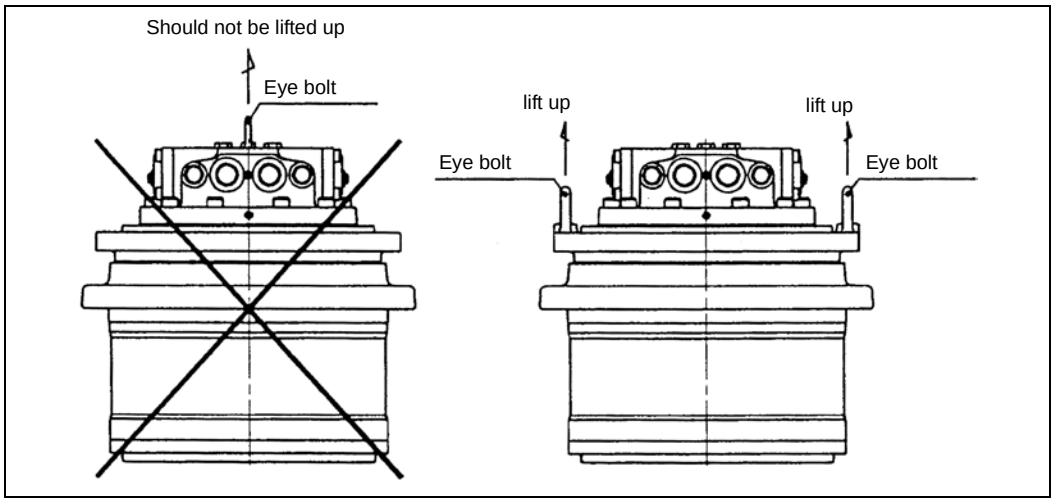

Figure 23. Hanging up the motor with a crane
- When lifting the motor with a crane, use the eye bolts and the fixing taps on the fixed side frame installation surface of the machine main unit of the motor as shown in Figure 23.
Use the feed, drain, and oil check port shown in Figure 23 to make sure that the specified amount of lubricating oil is in the reduction gear case.